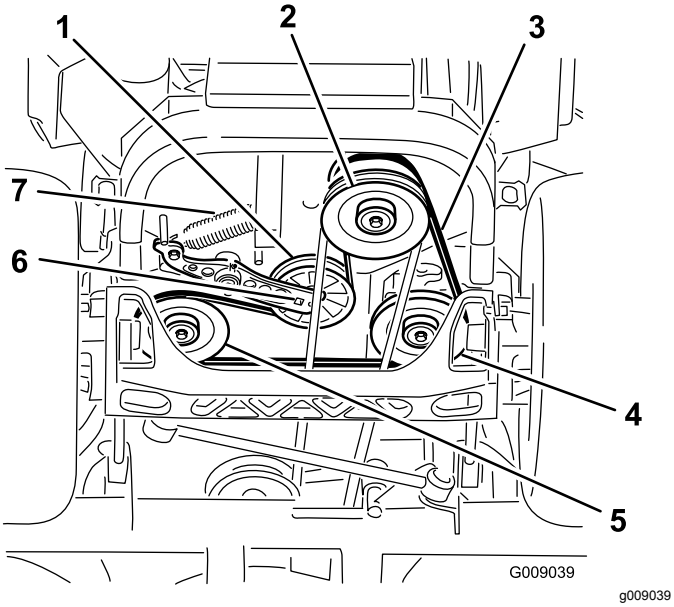

Figuur 97
4. Breng de machine omhoog en ondersteun de machine met assteunen (Figuur 97).
5. Gebruik een ratelsleutel in de vierkante opening in de arm van de spanpoelie om de veer te verwijderen (Figuur 97).
6. Haal de veer van de arm van de spanpoelie (Figuur 97).
9. Gebruik een ratelsleutel in de vierkante opening in de arm van de spanpoelie om de veer aan het frame te bevestigen (Figuur 97).